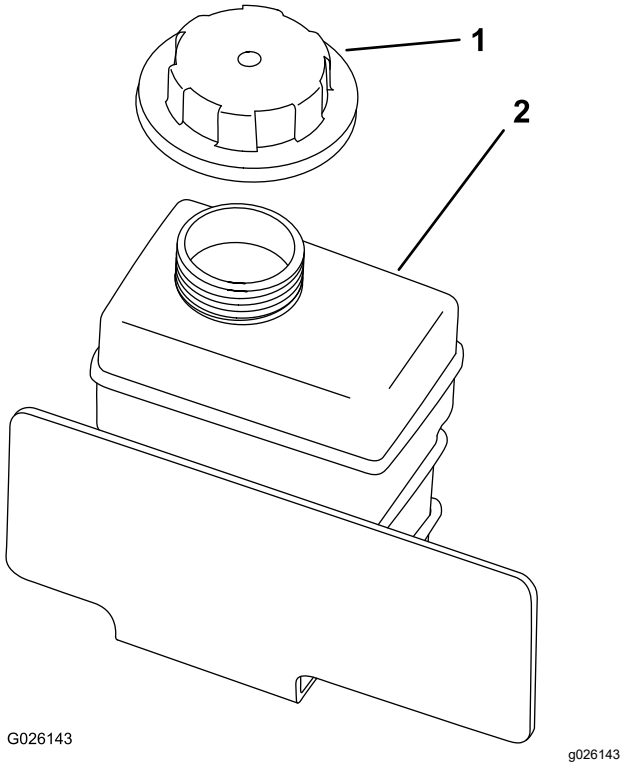

Bild 55
8. Füllen Sie das Kühlmittelüberlaufgefäß langsam, bis der Stand an der Unterkante des Füllstutzens liegt (Bild 55).
9. Setzen Sie den Deckel des Überlaufgefäßes auf (Bild 55).